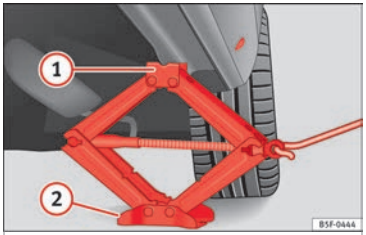

Fig. 69 Fitting the jack.
- Turn the jack* crank handle, located below the strut support point, to raise it until the tab ① ››› **Fig. 69** is below the housing provided.
- Align the jack* so that tab ① "grips" onto the housing provided on the strut and the mobile base ② is resting on the ground. The base plate ② should fall vertically with respect to the support point ①.